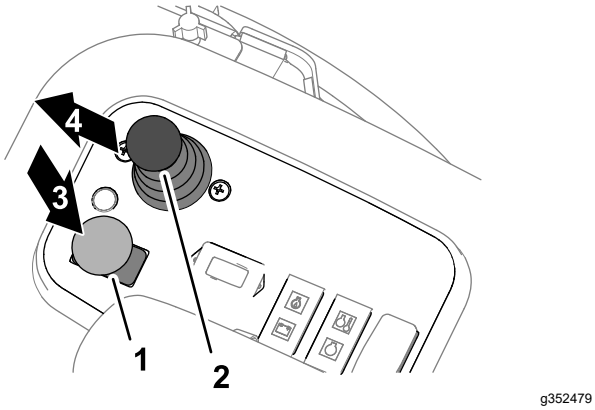

Figur 34
1. Aktiver parkeringsbremsen, og tryk klippeenhedens drevkontakt til positionen DISENGAGE (deaktiver) (Figur 34).